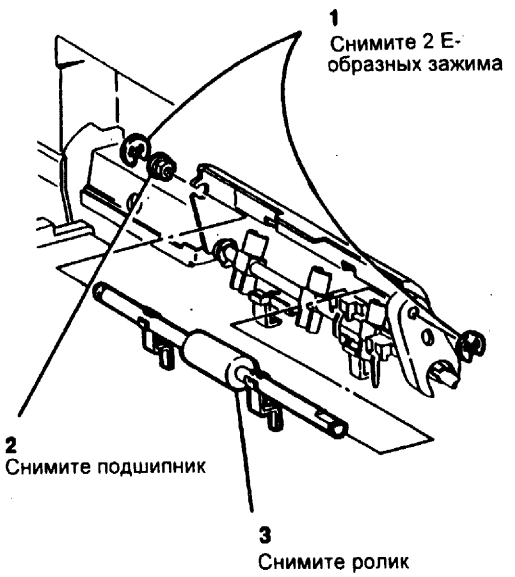

Рис. 2 Снятие ролика подталкивателя
3. (Рис. 2) Снимите ролик подталкивателя.